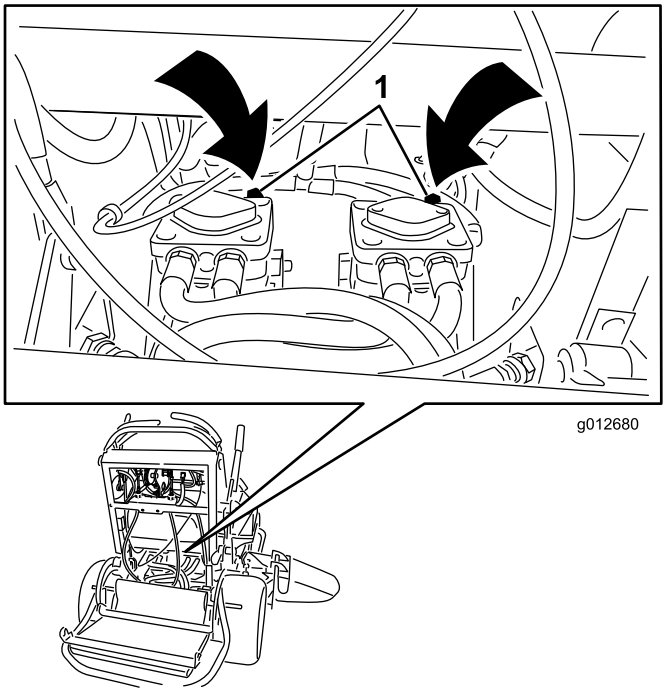

Figure 25
3. Ouvrez les vannes de dérivation des deux pompes en les tournant 1 à 2 fois dans le sens antihoraire. Cela permet au liquide hydraulique de contourner les pompes et aux roues de tourner (Figure 25).